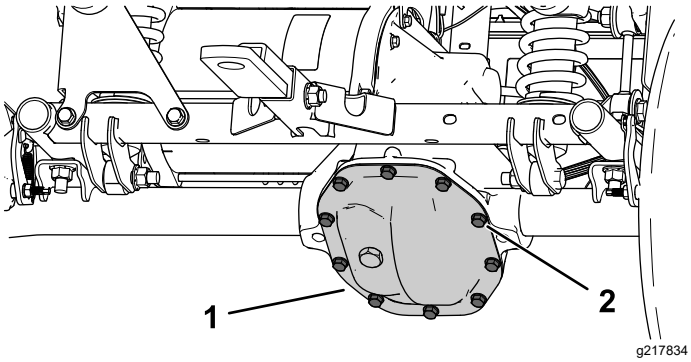

Figur 51
1. Plasser et tappefat under transakseldekselet (Figur 51).
2. Fjern boltene fra transakseldekselet, og tøm væsken helt (Figur 51).